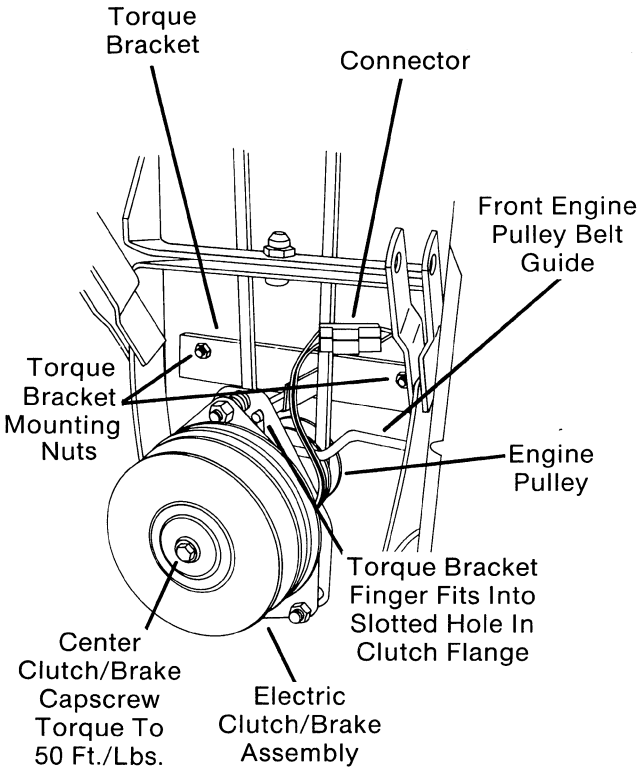

FIG. 5
C. Remove two capscrews securing front engine pulley belt guide between main frame. Remove belt guide. (Fig. 5)
D. Unclip connector near electric clutch/brake under main frame. (Fig. 5)
M. Remove capscrew and washers through center of electric clutch/brake and pull clutch off crankshaft adapter. (Fig. 5)
NOTE: When replacing electric clutch on crankshaft, torque on center capscrew should be 50 ft./lbs. Note, also, the position of torque bracket finger through slotted hole in clutch bracket for reassembly. (Fig. 5)
N. Remove two nuts and lockwashers securing electric clutch torque bracket, under main frame, to two rear engine mounting capscrews. Remove torque bracket. (Fig. 5)